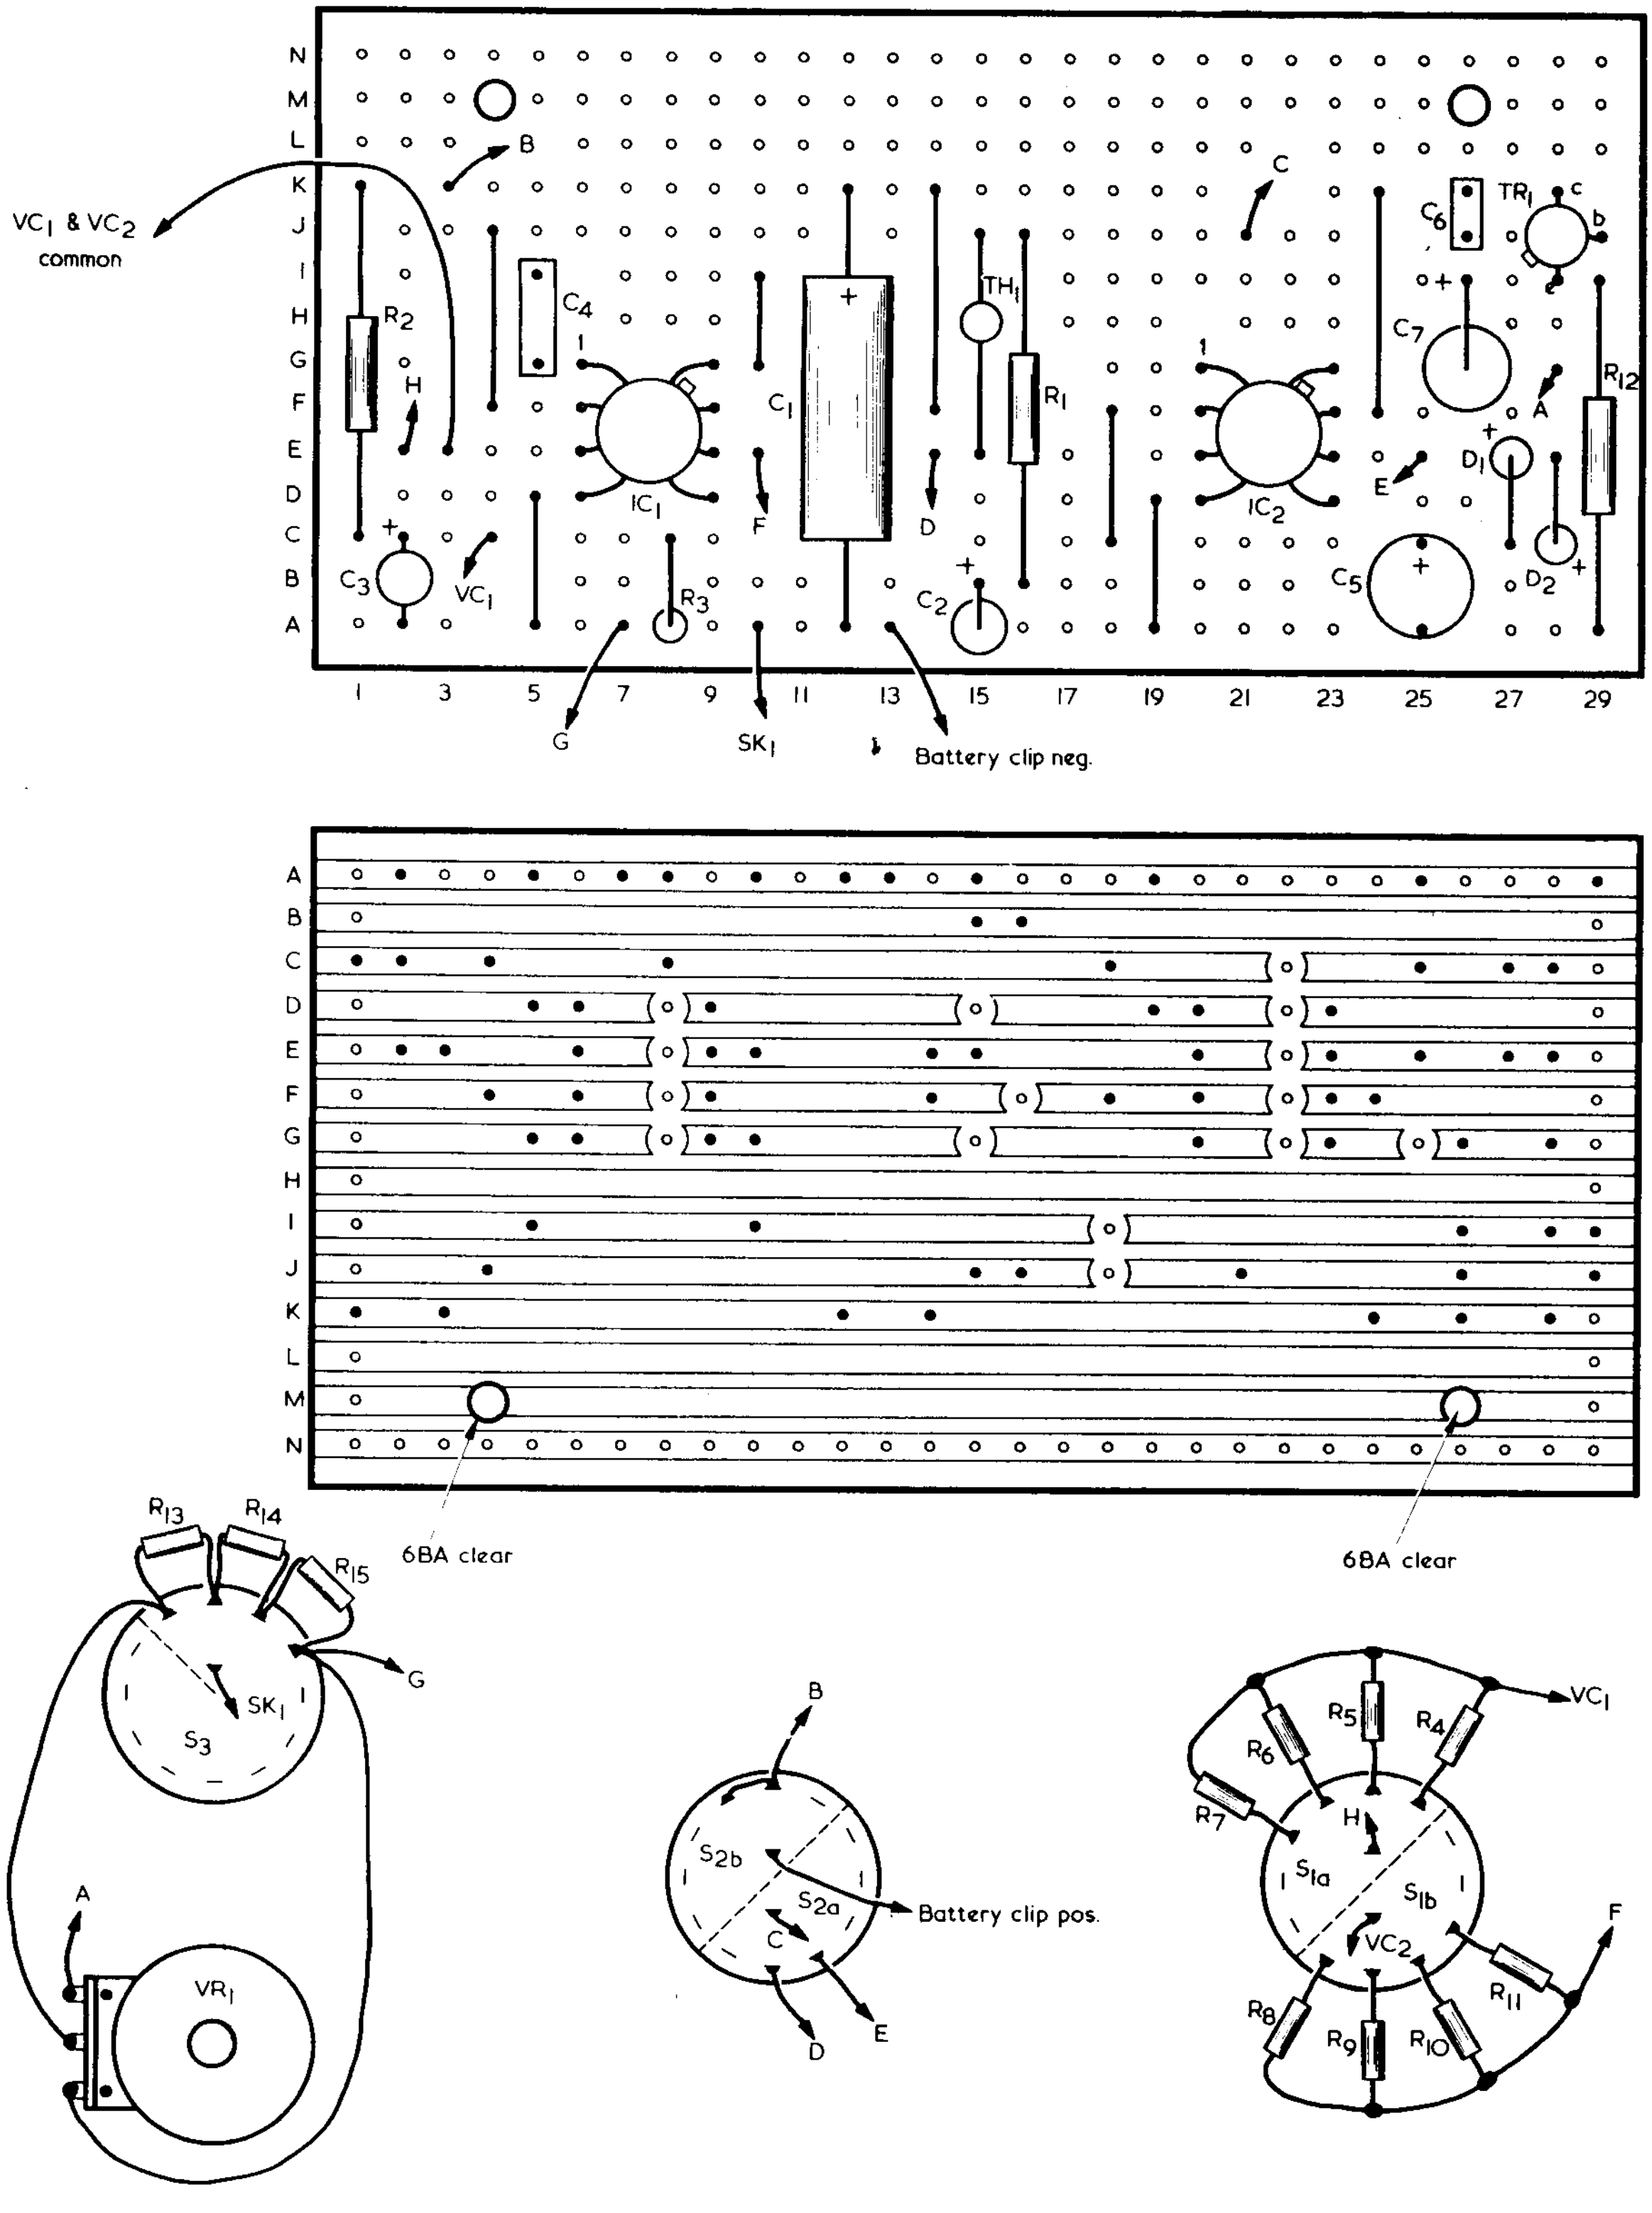

Fig. 4. Details of the wiring on the Veroboard and to the front panel components
Many of the components are assembled on a Veroboard panel of 0.1in. having 14 copper strips by 29 holes. Details of this panel, and of the remaining wiring, are given in Fig. 4. As can be seen, the Wien network resistors and the attenuator resistors are soldered direct to the tags of S1 and S3 respectively. Before wiring to the rotary switches check the relative positioning of the inner tags and the corresponding outer tags; with some switches this may differ from the positioning shown in Fig. 4. Interconnections between the Veroboard panel and the front panel components are indicated by the letters A to G. The lead from hole E3 of the board connects to the frame of VC1-2, whilst that from hole C4 connects to the fixed vanes of VC1, as also does a lead from the common connection of R4 to R7. The arm of S1(b) connects to the fixed vanes of VC2. In the prototype, VC1 is the front section of the dual-gang capacitor and VC2 the rear section.
The tuning capacitor, VC2, has next to be mounted to the item of Fig. 4(b) using three short 4BA bolts passing into tapped holes in the front plate of the tuning capacitor frame. Place a piece of paper with a ¼in. hole in its centre over the spindle of the capacitor and mark out the positions of the tapped holes on this with a pencil. Then, using the paper as a template mark out the corresponding holes on the item of Fig. 4(b) and drill these 4BA clear. Then fit the tuning capacitor. The three 4BA mounting bolts need to be short because their ends must not pass more than marginally past the capacitor front plate or they will damage the fixed or moving vanes.
Pass two countersunk bolts, 1¼in. long, through the 4BA clear holes in the front panel and tighten them with two nuts on the inside. Run on two further nuts to about the centres of the bolts. Fit the tuning drive to the spindle of VC2 and pass the item of Fig. 4(b) over the 4BA bolts, using the drive to mark out a 6BA clear hole on the front panel to take a bolt securing the drive anchoring lug. Drill out the hole and then finally assemble the piece of Fig.4(b), the tuning drive and the variable capacitor to the front panel. Two further nuts are passed over the 4BA bolts and these and the two previous ones are all tightened at the appropriate positions along the bolts.
through 90 degrees ½in. in to make a ½in. wide mounting flange. Drill out the heatsink to take the emitter and base lead-outs of the transistor, as well as its two mounting bolts. Also drill two mounting holes in the ½in. flange and secure this to the "chassis" deck with small woodscrews. The transistor is not insulated from the heatsink and a solder tag for connection to its collector is fitted under one of its mounting nuts. Cut out the 2in. square aperture in the item of Fig.4(C) so that its position matches that of the heatsink.